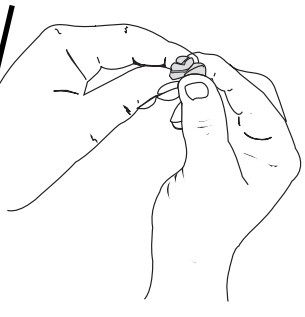

Fig. 25
5. Pressez le filtre pour répartir et drainer l'excédent d'huile (Fig. 25).